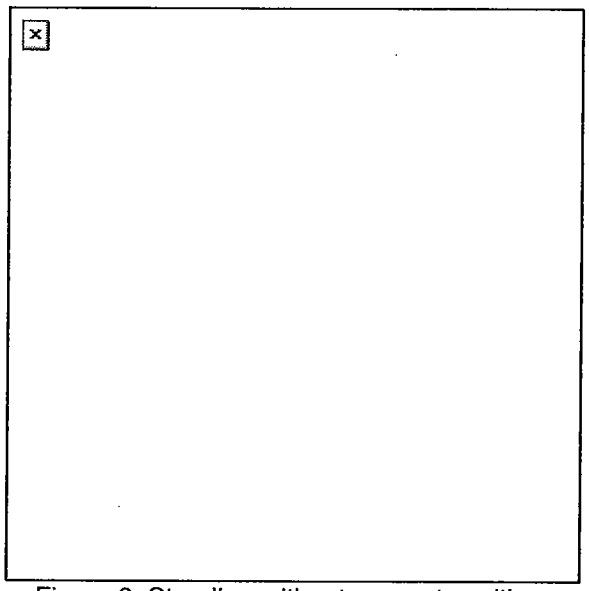

Figure 9. Standing-without-support position.
d. Standing-without-support position (Figure 9). To assume this position--
(1) Face the target.
(2) Place your feet a comfortable distance apart.
(3) Wrap your nonfiring hand around the fist or wrist of your firing hand. Lock the wrist and elbow of your firing arm toward the target.
(4) Keep your body straight.